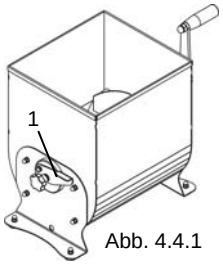

Abb. 4.4.1
- Den vorderen Hebel „1“ anheben, Abb. 4.4.1.